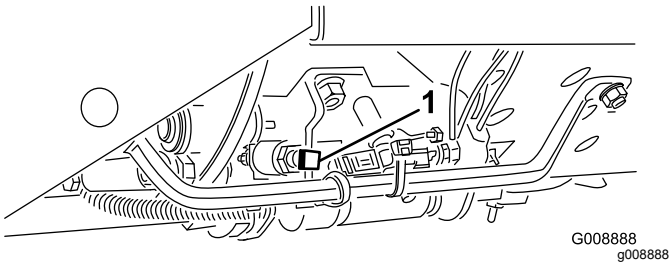

**Figur 20**
***Viktigt:*** **Klipphastigheten ställs in på fabriken till 9,7 km/h. Den kan höjas eller sänkas genom att anslagsskruven justeras (Figur 20).**